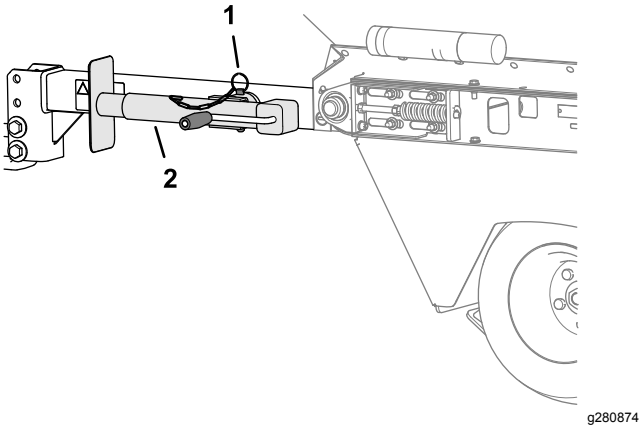

Figur 12
4. Drej donkraften vandret (Figur 12).
5. Fastgør donkraften til monteringsrøret med gaffelbolten (Figur 12).